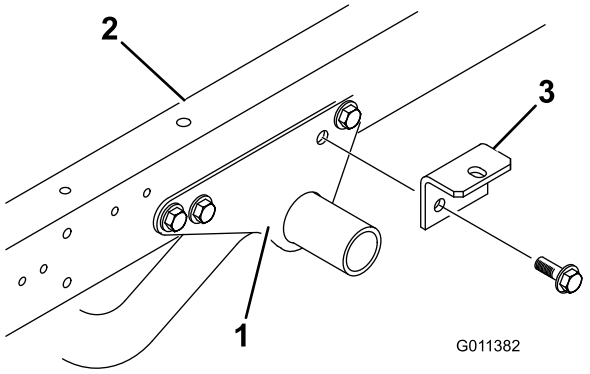

Figuur 5
1. Verwijder (2) flenskoptapbouten en flensborgmoeren waarmee de achterkant van de montagebeugels van het motorframe aan elke zijde van het voertuigframe zijn bevestigd (Figuur 5).
2. Monteer losjes een werktuigbeugel op de montagebeugels van het motorframe en het voertuigframe met (2) flenskoptapbouten en flensborgmoeren die u eerder verwijderd hebt (Figuur 5).